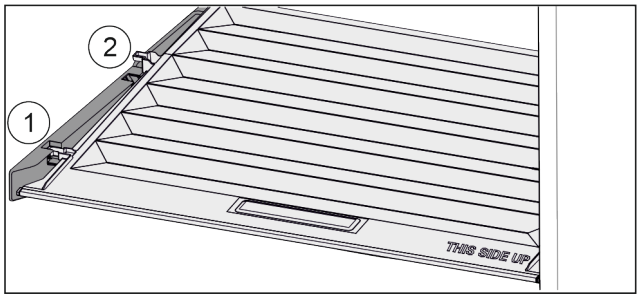

Fig. 114
▶ Deckel bis zur Öffnung in den Halteteilen nach vorne ziehen *Fig. 114 (1)*.
▶ Hinten von unten anheben und nach oben wegnehmen *Fig. 114 (2)*.